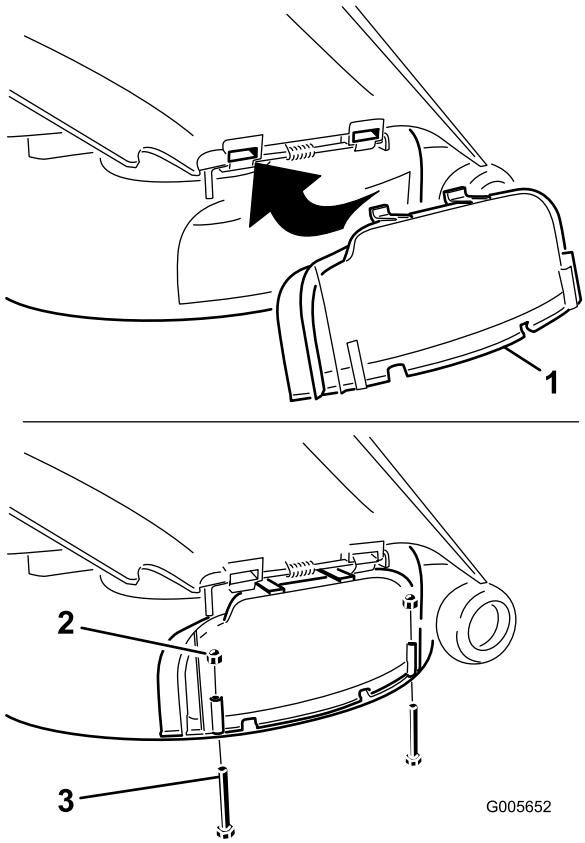

Figur 27
5. Vrid ner utkastarluckan över öppningen och på den undre kanten på klipparen (Figur 27).
6. Fäst utkastarluckan på den nedre kanten på klipparen med två skruvar (1/4 x 2 1/2 tum) och två hattmuttrar (1/4 tum) i enlighet med Figur 27.